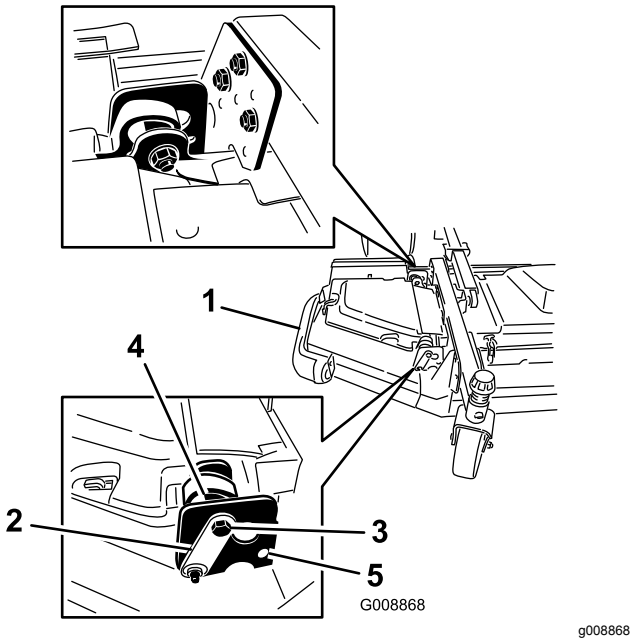

**Figur 7**
2. Løsn de bolte og møtrikker, der fastholder de to excentriske afstandsklodser til vingerne (Figur 7).
4. Drej den bageste (nærmest traktionsenheden) excenterenhed, indtil den udvendige skæreknivsspids er cirka 3 mm højere end den ønskede klippehøjde (Figur 7).